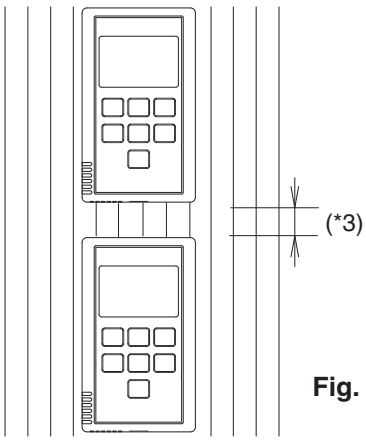

Fig. 3-51-3
*3 To install the remote controllers one above the other, keep the space between each for more than 25 mm. (See Fig. 3-51-3)